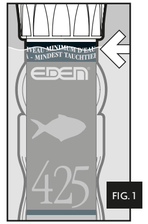

FIG. 1
- *The heater must be submersed to at least the "MINIMUM WATER LEVEL" indication (fig. 1).*
The heater is fully submersible and for correct functioning it must be submersed at least till the "MINIMUM WATER LEVEL" mark (fig. 1).
- *Le chauffage doit être immergé au minimum jusqu'au l'indication "NIVEAU MINIMUM DE L'EAU" (fig. 1).*
Le chauffe-eau est complètement submersible et pour fonctionner correctement il doit être immergé au moins jusqu'au repère "NIVEAU MINIMUM DE L'EAU" (fig. 1).
- *De staafverwarming moet minimal tot het streep "MINIMUM WATER LEVEL" (afb. 1) onder water zitten.*
Voor een ideale verdeling van de warmte is de staafverwarming op een plek te zetten, met een zo goed als mogelijk watercirculatie. Het moet verticaal het verwarmingselement richting aquarium bodem worden vast gezet. De staafverwarming kan volledig worden ondergedompeld maar moet minimal tot het streep "MINIMUM WATER LEVEL" (afb. 1) onder water zitten.
- *El termocalentador se sumergirá como mínimo hasta la indicación "NIVEL MÍNIMO DE AGUA" (fig. 1).*
El termocalentador es completamente sumergible, y para que funcione correctamente se debe sumergir al menos hasta la marca "NIVEL MÍNIMO DE AGUA" (fig. 1)